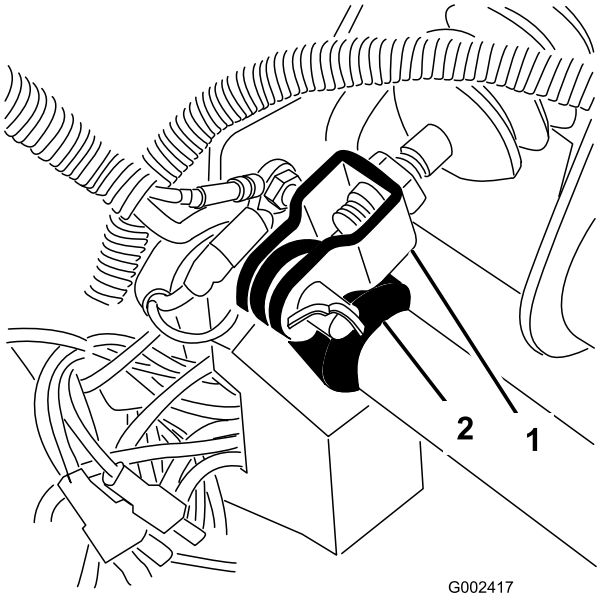

Figur 62
1. Ta bort saxpinnen och sprintbulten som fäster huvudcylinderoket till bromspedalstappen (Figur 62).